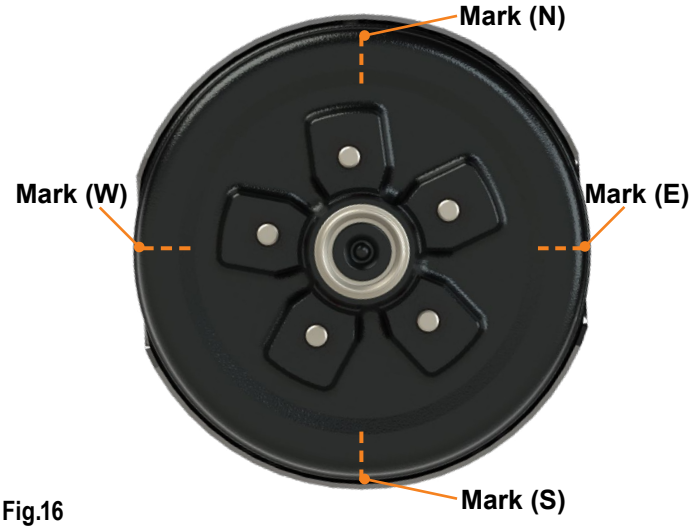

Fig.16
2. Using painter's tape or another method of non-permanent marking, mark each of the cardinal directions (North, East, South, West) on the face of the hub for reference **(Fig. 16)**. When checking the air gap between the sensor and the hub in the following steps, checks should be made at each of these cardinal direction markers. If the spacing between the sensor and hub is not consistent at each location, this indicates that the hub is warped and must be replaced.